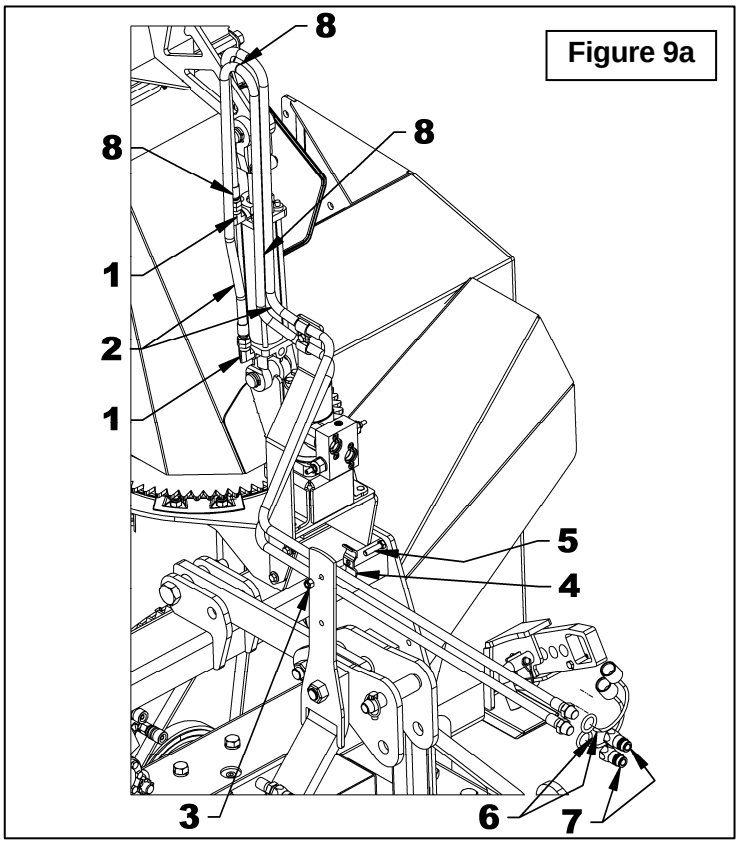

Figure 9a
5. **Figure 9a:** Install a 1/2"NPT quick coupler with a dust cap (items 6-7) at one end of the two hoses.
6. **Figure 9a:** Attach the other end of the hoses (item 2) to the cylinder elbows (items 1).
9. **Figure 9a:** Attach hoses (item 2) to the hose support previously installed by running them inside the hose clamp.
10. **Figure 9a:** Attach hoses (item 2) to the hose support located on the three point hitch with the hose clamp (item 4), a 3/8"NC x 1 1/2" bolt and 3/8"NC nut (items 3 & 5).
11. **Figure 9a:** Secure with 1/4" x 15" lg nylon tie wraps to the illustrated locations (items 8).